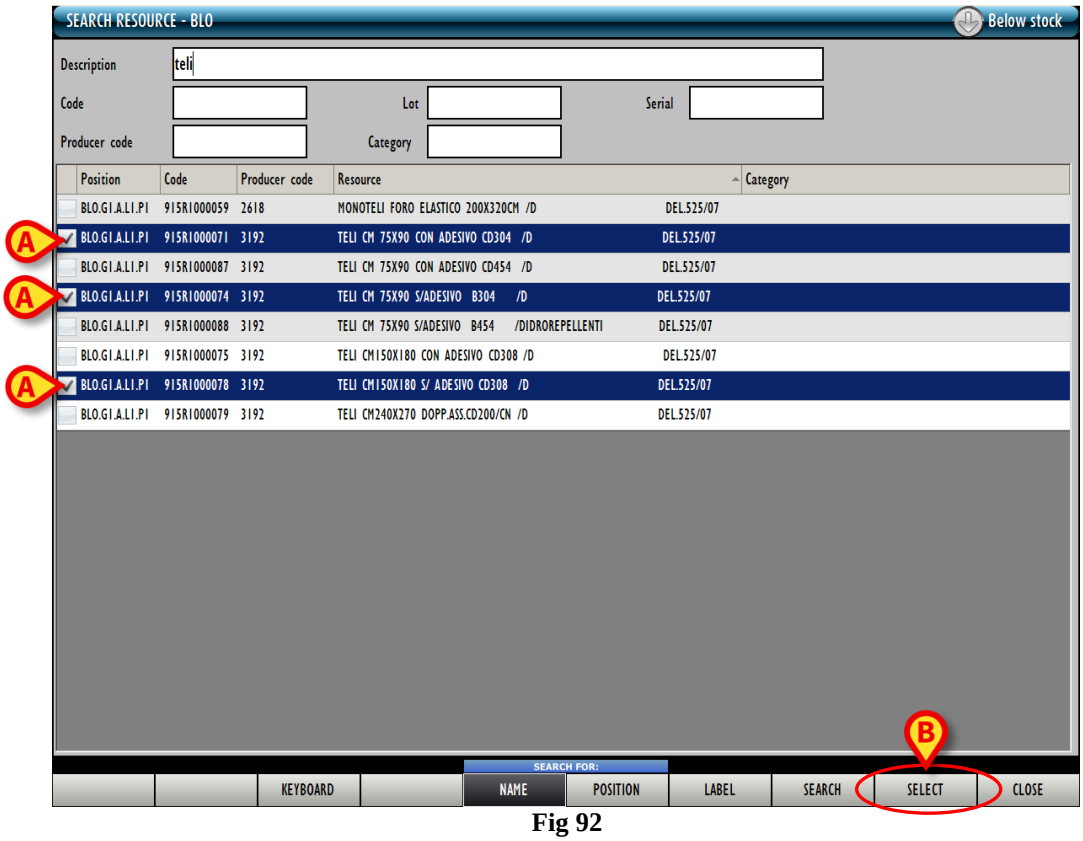

Fig 92
The corresponding line/s is/are highlighted (Fig 92 **A**).
- Click the **Select** button on the command bar (Fig 92 **B**).
The resource/s this way selected is displayed in the “materials transfer” screen (Fig 92 **A**).